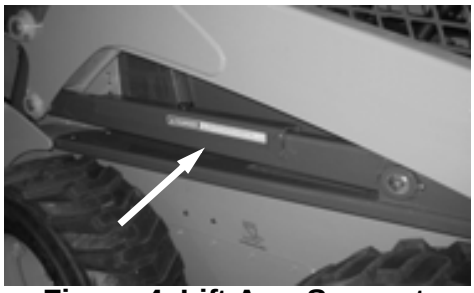

Figure 4 Lift Arm Support Device Storage Location
4. Have an assistant remove the lift arm support device from its storage location (Figure 4) on the right side of the machine and install the lift arm support device on the left lift cylinder (Figure 3).
6. Lower the lift arm and secure the lift arm support device with the hand knob in the storage location (Figure 4).